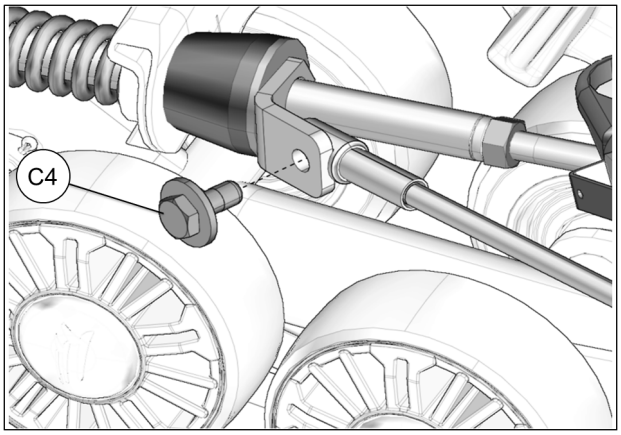

Fig. 23
14. Tourner légèrement le volant dans le sens contraire jusqu'à ce que le câble puisse être fixé à la plaque de support en utilisant le boulon **(C4)** fourni. Serrer à un couple de 35 N•m [24 lb•pi]. Voir la Fig. 23. Effectuer le même exercice du côté droit.